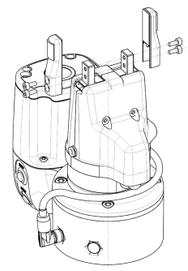

Abbildung 5
- Montieren Sie anschließend die Finger entsprechend **Abbildung 5,** und den Details in **Absatz 3.1.1.**